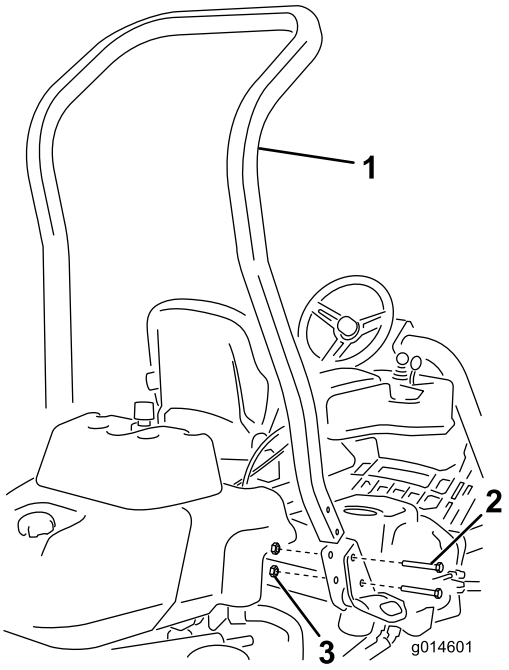

Figur 3
3. Montera störtbågen i fickorna på båda sidorna av maskinen med hjälp av fyra bultar (1/2 x 3 3/4 tum) och fyra flänsmuttrar (1/2 tum) (Figur 3).